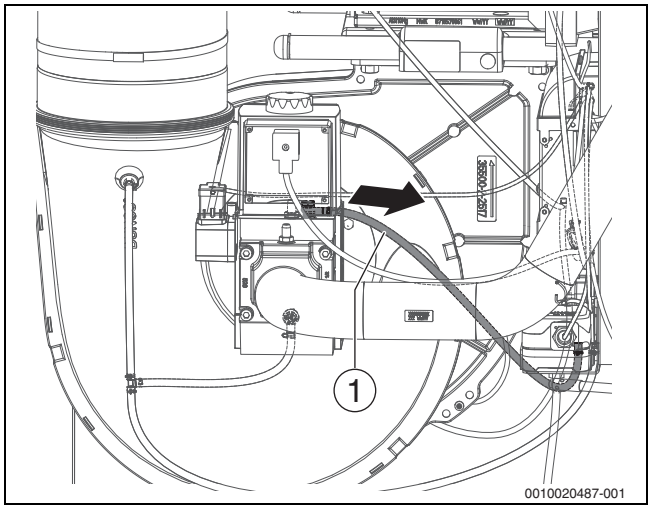

Bild 45 Messleitung Gas-Ausgangsdruck abziehen
▶ Messleitung Gas-Ausgangsdruck an der Gasblende an der Gasarmatur abziehen (→Bild 45, [1]).